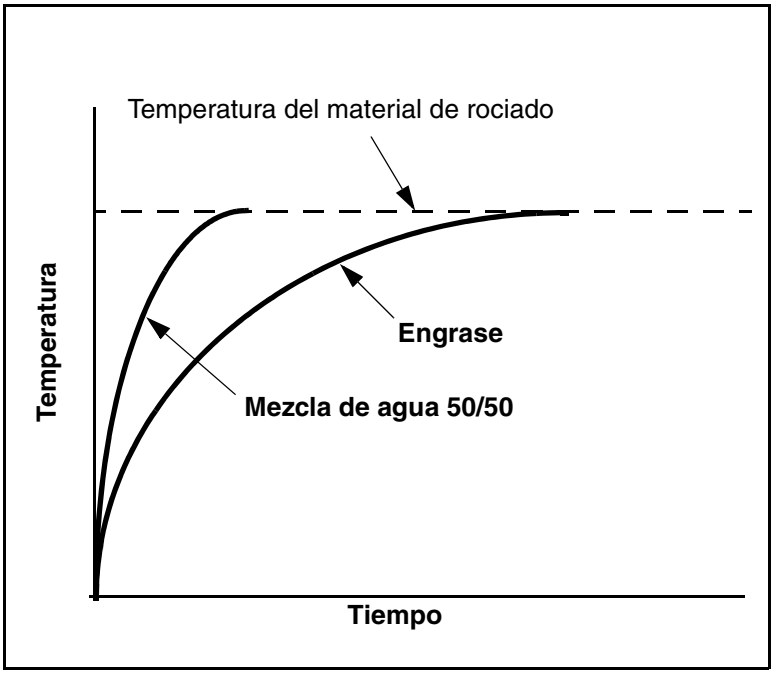

FIG. 2: Comparación de temperaturas de fluidos calentados
La mezcla de 50% de agua y de etilenglicol se calienta más rápido que el aceite hidráulico normal. Vea FIG. 2.
4. Afloje la unión (208).
5. Conecte la pieza de conexión giratoria (211 o 215) a la válvula de pie de la bomba. Vea FIG. 2.
6. Aplique sellador de tubo a la rosca de la boquilla (201) e instálela en el fondo de la tolva (D).